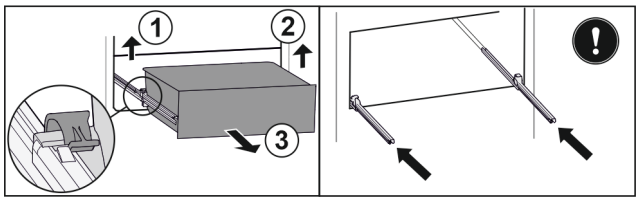

Fig. 157
- ▶ Zvedněte levou svorku a současně vytáhněte zásuvku vlevo dopředu. *Fig. 157 (1)*
- ▶ Zvedněte pravou svorku a současně vytáhněte zásuvku vpravo dopředu. *Fig. 157 (2)*
- ▶ Vyjměte zásuvku dopředu. *Fig. 157 (3)*